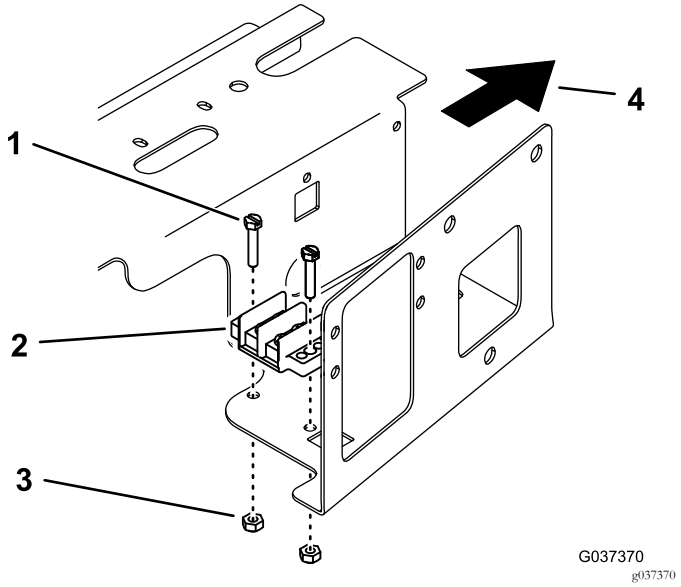

Figur 3
2. Monter jordklembrættet på bunden af rummet med to skruer og to låsemøtrikker (Figur 3).